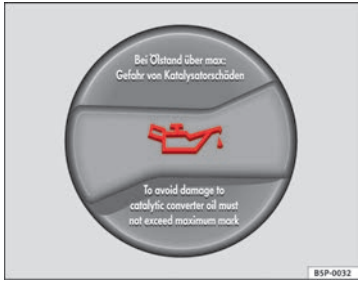

Fig. 128 Tapón de la boca de llenado de aceite del motor en el vano motor
– Desenrosque el tapón de la boca de llenado de aceite del motor ⇒fig. 128.
– En el momento en que el nivel de aceite alcance la zona (B) como mínimo, enrosque el tapón en la boca de llenado con cuidado.